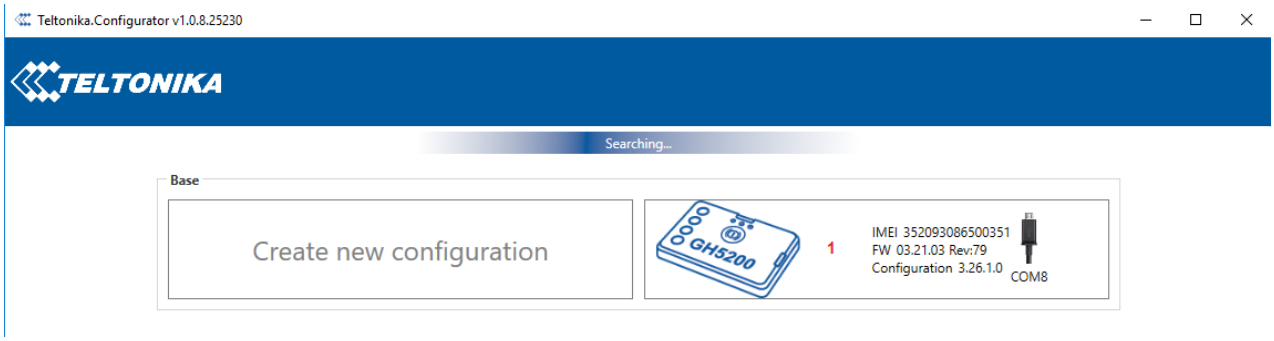

Figure 24 GH5200 configurator devices connection window
- After successful connection to the device wait a few moments while the device loads the current configuration, then nagivate to Bluetooth section as shown on **Figure 24**.
- When device configuration is loaded press ***Bluetooth*** settings (**Figure 24** position 1).
- Turn on BT Radio by pressing Enable (visible) (**Figure 24** position 2). Local name (**Figure 24** position 3) will be "GH5200_last 7 imei digits" by default, which can be changed.
- Set *Security Mode* (**Figure 24** position 4) to *PIN only* or *None*. *PIN + MAC list* or *MAC list only* security modes could also be selected, but in that case external device MAC address is required to be entered to *Authorized Devices MAC List* (**Figure 24** 7 position).
- Set connection mode to *Hands Free* (**Figure 24** position 5).
- Set *External Name* (**Figure 24** position 6) as your hands-free device name for proper identification. In the given example hands-free headset name is "DMH10" but at least 2 characters are required to recognize it and connect to it. For better and quicker adapter identification on the network you could enter a full device name. You could check your hands-free adapter Bluetooth name by scanning nearby Bluetooth devices using a mobile phone or a computer with Bluetooth adapter.
Bluetooth starts automatically when GH5200 device is on. Take your mobile phone, go to ***Settings->Bluetooth*** and turn it on. Scan for nearby devices, find the device in the list, distinguish the device by last IMEI digits on device module. Press pair, wait until device asks to enter pairing password, type: "5555" (as in the example on the **Figure 24**). Paired device will show up in the paired device list. Download a terminal for Bluetooth e.g. *BlueTerm* from *Play Store/App store*. Run app, click ***Find->Connect*** to your paired device. Now we need to send a command to GH5200 from Bluetooth terminal, type: ".log:1". Device will respond with "Debug enabled" and GH5200 log will show up. Do not forget to save the log file to mobile phone.